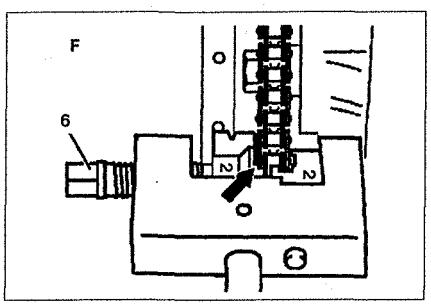

Рис. 2.92. Установите сжимающий элемент по центру болта (стрелка).
11. Установите сжимающий элемент по центру болта **(стрелка)** (см. рис.2.92).